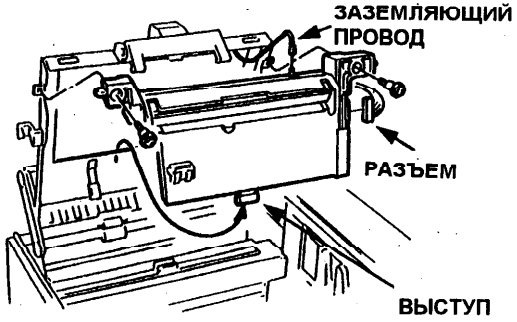

Рис. 1. Лазер
5. Отсоедините разъем от лазера (Рис. 1).
7. Отвинтите два винта, крепящие лазер к раме аппарата (Рис. 1).